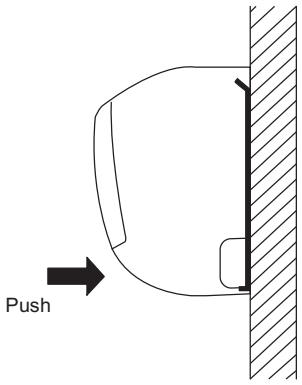

Fig. 1-75
(1) To install the indoor unit, mount the indoor unit onto the 3 tabs on the upper part of the rear plate.
(2) Hold down the air discharge outlet and press the lower part of the indoor unit until it clicks to securely fasten to the 2 tabs on the lower part of the rear plate. (Fig. 1-75)